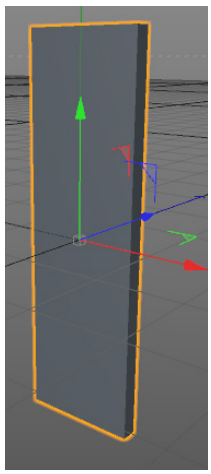

Figure 2-9 *Rectangle extruded in the Perspective viewport*
5. Select *Extrude* in the Object Manager. In the Attribute Manager, choose the **Objects** button; the **Objects Properties** area is displayed. In this area, enter **25** in the **Offset** spinner; *Rectangle* is extruded in the Perspective viewport, as shown in Figure 2-9.